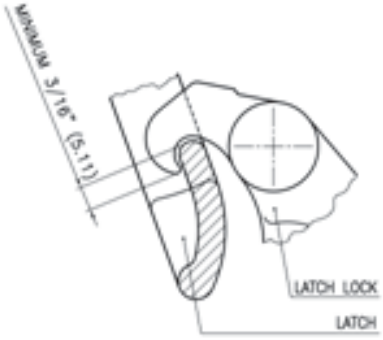

FIGURE 4
3.15 Check if lock engage over a distance of minimum 3/16" (see fig 4)